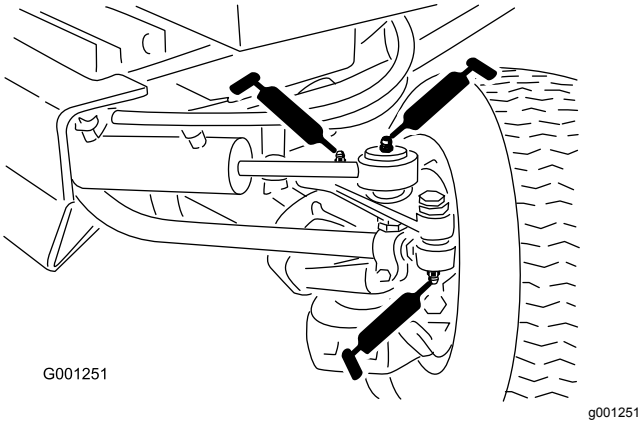

Figur 44
- Dragstångsändar (2) (Figur 44)
- Cylinderstavändar (2) (Figur 44)
- Styrtappar (2) (Figur 44)
- Axelsvängtapp (Figur 44)